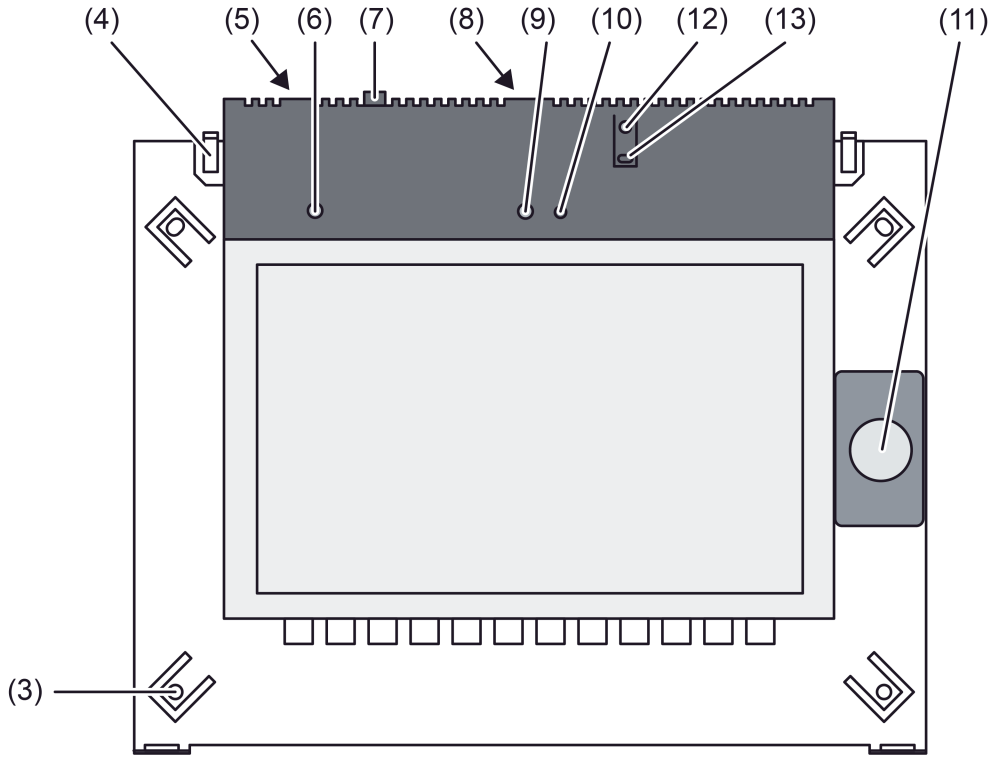

Bild 2: Geräteaufbau Frontseite ohne Designrahmen
Zum Abnehmen des Designrahmens müssen die Rasten (4), rechts und links am oberen Rand des Tableaus, betätigt werden (Bild 2).